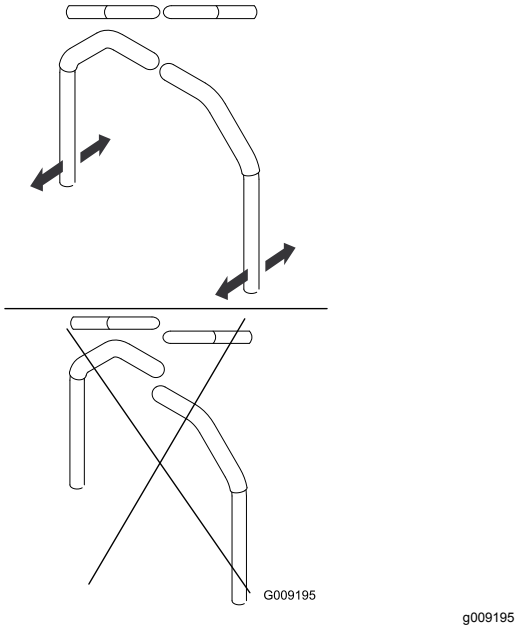

図 66
4. 左右のレバーを両方持ってニュートラル位置にセットし、そこから前後にスライドさせて両方のレバーを整列させ、ボルトを締め付ける図 66。